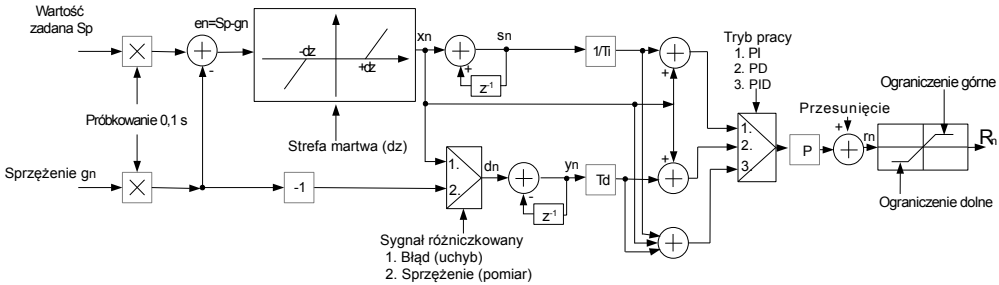

Rys. 7.128. Schemat blokowy Regulatora zaimplementowanego w urządzeniu
- **Sygn. różniczkowany** – parametr występuje dla **Tryb pracy: PD** oraz **PID**, parametr ten dotyczy członu różniczkującego; w tym parametrze występują 2 opcje (patrz **Rys. 7.128**):